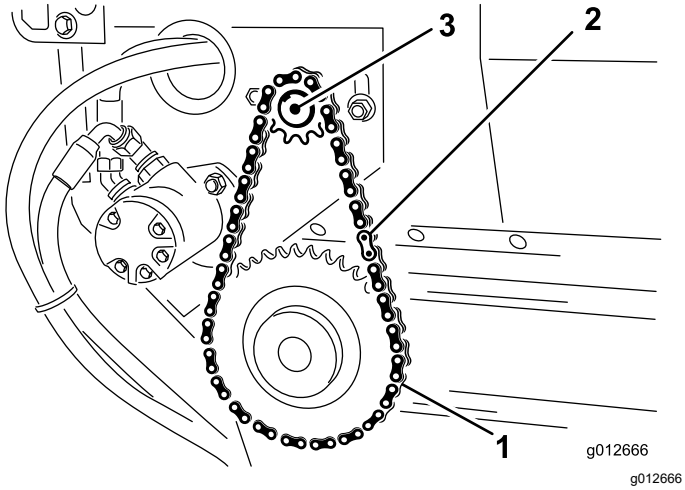

**Figur 29**
2. Fjern hovedleddet fra kjedet, og fjern kjedet fra det lille drevet (Figur 29).